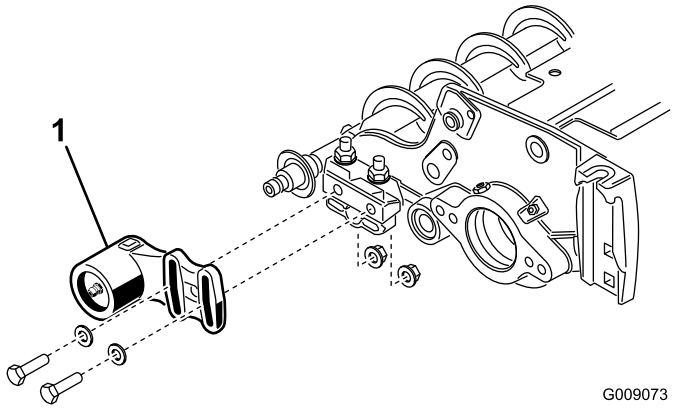
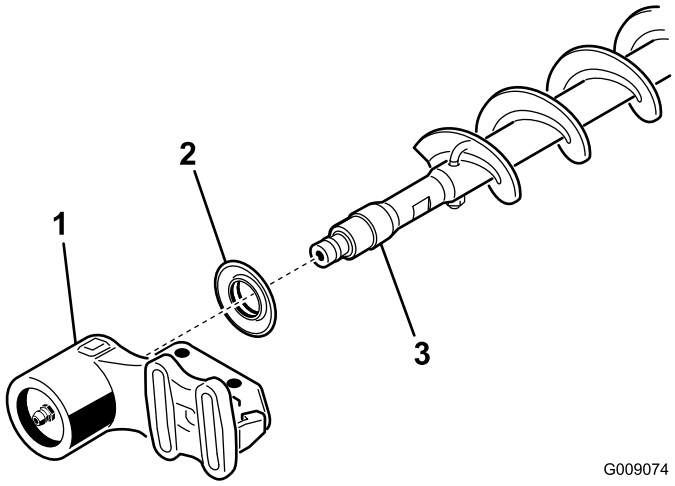

Рисунок 20
Рисунок 21
1. Если на режущем блоке установлена щетка катка, выверните 2 болта, снимите шайбы и гайки крепления корпуса подшипника неприводной стороны к монтажному кронштейну корпуса подшипника (Рисунок 20 и Рисунок 21).
2. Сдвиньте корпус подшипника неприводной стороны и защитное уплотнение с вала щетки (Рисунок 21).
9. Установите защитное уплотнение и корпус подшипника неприводной стороны на вал щетки (Рисунок 21).